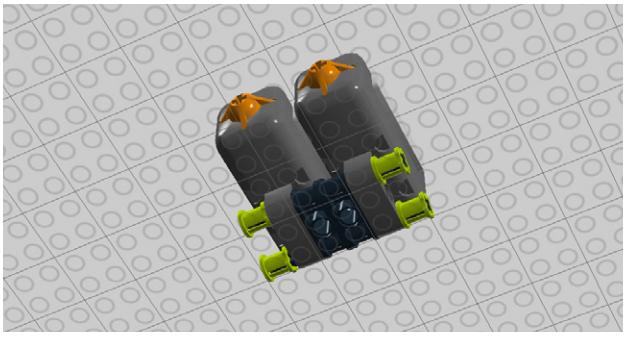

Figure 4-46. *Step 41: Adding bushes*
41. Secure the ends of the cross axles with bushes (see Figure 4-46).